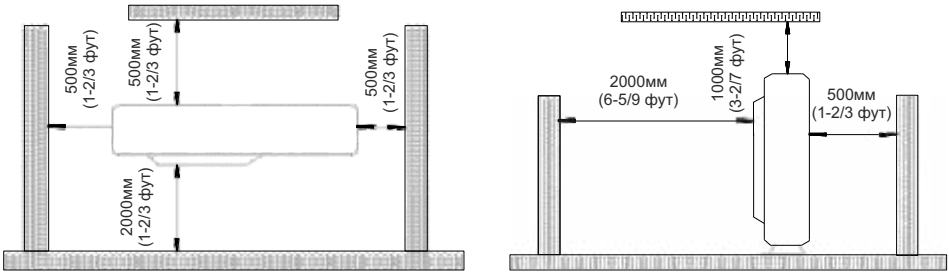

Рис. 3.2
(7). Обеспечьте свободное пространство вокруг блока, как показано на Рис. 3.2 таким образом, чтобы обеспечивалось беспрепятственное движение воздушного потока.